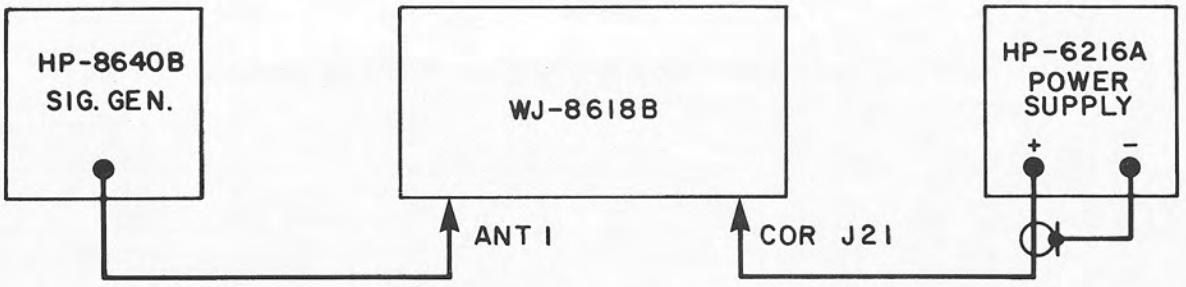

Figure 4-5. COR Circuit Test, Equipment Connections
1. Connect the test equipment as illustrated in **Figure 4-5.**